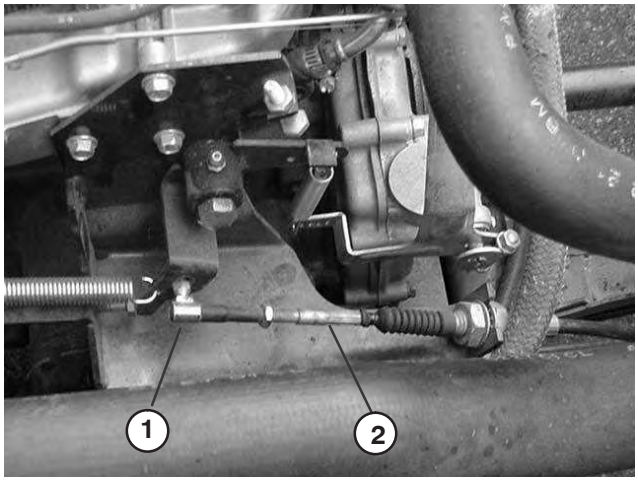

Bild 53
2. Stellen Sie das Kugelgelenk am Bowdenzug (Bild 53) so ein, dass ein Abstand von 5 bis 9 mm zwischen dem Gaspedal und der Oberseite des Bodenplattenstern-musters besteht, wenn Sie eine Kraft von 89 N auf die Mitte des Pedals anwenden. Ziehen Sie die Sicherungsmutter fest.